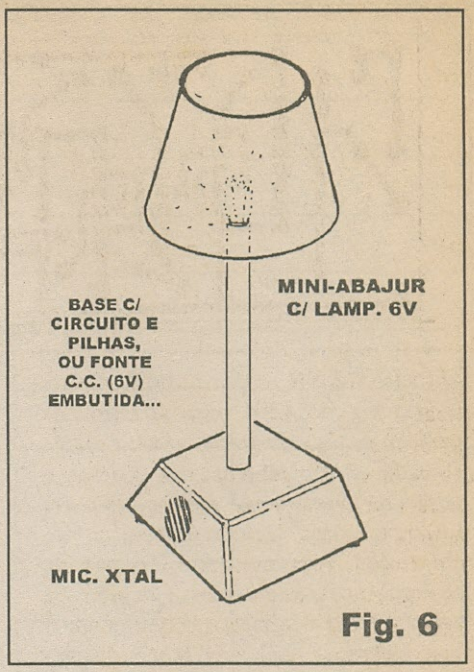

Fig. 6
- FIG. 6 - UM MINI-ABAJUR *OBEDIENTE* PARA O QUARTO DAS CRIANÇAS... - Mais uma interessante sugestão: um pequeno abajur, eventualmente com sua cúpula translúcida decorada com figuras infantis adequadas, contendo uma lâmpada de lanterna de mão (para 6 volts...). No interior da base do abajur ficam o circuito, as pilhas (ou uma fontezinha com saída de 6 VCC x 250 mA, ligada à C.A. por um conveniente *rabicho*...) e o sensor (microfone de cristal), fixado em alinhamento com um conjunto de furinhos, destinados à *penetração* do som de comando... Quando a criança acordar na madrugada, assustada por algum pesadelo, terá apenas que... bater palmas, para que o conjunto se ilumine, *desassustando* o seu coraçãozinho... Bonito, né...?